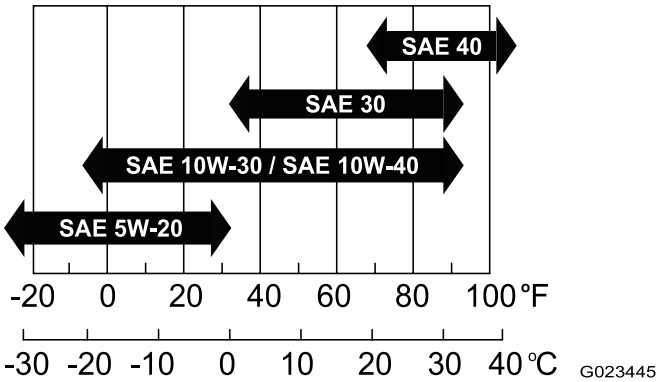

Figur 38
- **Viskositet:** SAE 30; se følgende skema med oplysninger om andre viskositeter (Figur 38):